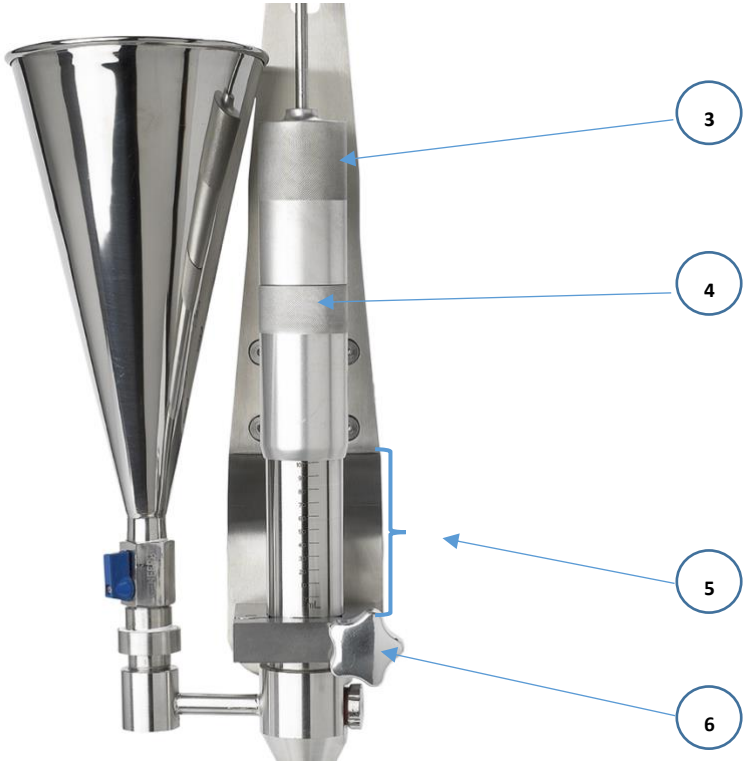

Fig. 10
3. Поверните кольцевую гайку (3) против часовой стрелки, рис. 10;
4. Отрегулируйте объем продукта, который должен дозироваться, повернув кольцевую гайку (4), рис. 10;
5. Поверните кольцевую гайку (3) по часовой стрелке, чтобы зафиксировать объем до требуемого значения, рис. 10.
Градуированная шкала (5), рис.10 показывает объем продукта, который будет дозироваться.